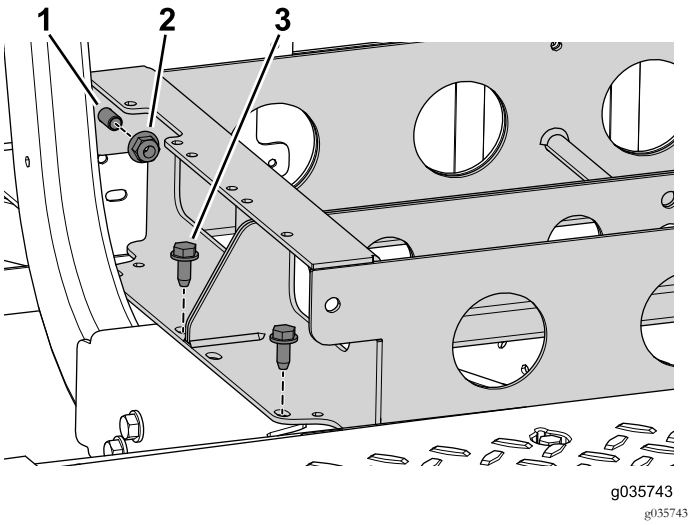

Bild 82
1. Befestigen Sie die hinteren und vorderen Batteriefächer mit den zwei Bundmuttern und Schrauben (Bild 82).
2. Befestigen Sie das vordere Batteriefach mit den vier Schrauben (3/8" x 1") an der Maschine (Bild 82).